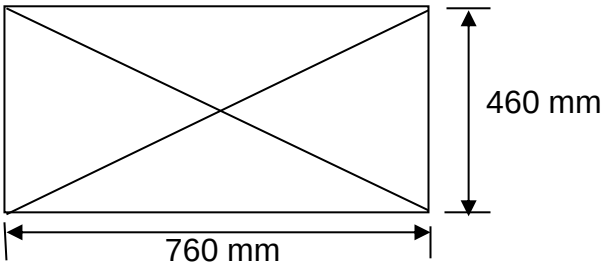

FIGUUR 7
7.3 FIGUUR 7 toon die swaartepunt van 'n voorwerp. Bereken die swaartepunt. (3)